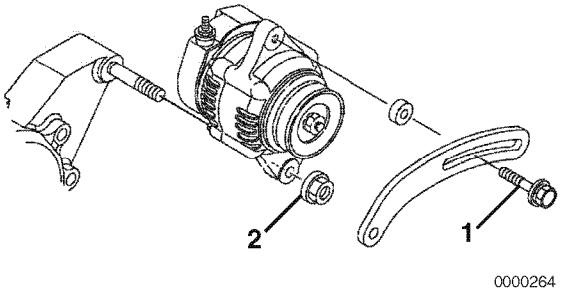

Figure 12-19
1. Position the alternator on the gear case. Loosely reinstall the nut **(Figure 12-19, (2))** on the gear case stud and the V-belt adjuster bolt **(Figure 12-19, (1))**.